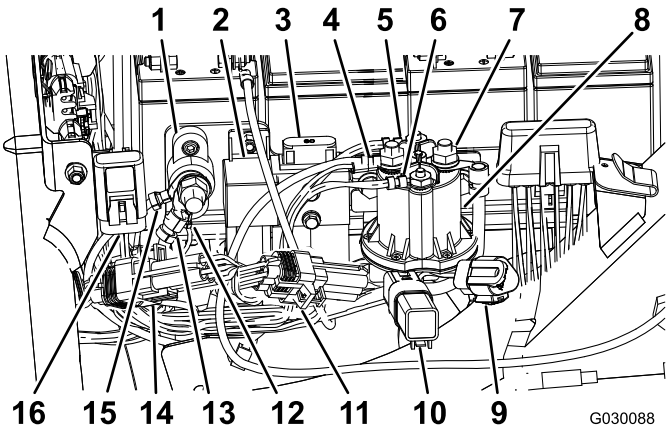

Figura 9
11. Retire e deite fora a tampa do fusível (10 A, 58 volts), conforme mostrado na Figura 9.
12. Insira o terminal com o fusível (10 A, 58 V) na tampa existente montada na estrutura da máquina (Figura 9).
13. Ligue o conector do relé de ativação dos e-cilindros (P07), conforme mostrado na Figura 9.
14. Ligue o conector de 90 graus do lado dos interruptores (J07) ao terminal traseiro no contactor (48 V CC) e prenda-o ao terminal (Figura 9).
16. Ligue os 2 conectores principais da bobina do contactor ao contactor (48 V CC), conforme mostrado na Figura 9.
17. Ligue o fio marcado com "Battery Side" e o fio de desligamento da bateria ao terminal frontal do contactor (48 V CC), conforme mostrado na Figura 9.
19. Ligue o módulo ID (P08), conforme mostrado na Figura 9.
20. Ligue o módulo de interface CAN (P10), conforme mostrado na Figura 9.
24. Ligue os conectores do terminal de ligação à terra (J06 e J08) ao bloco de ligação à terra (Figura 9).